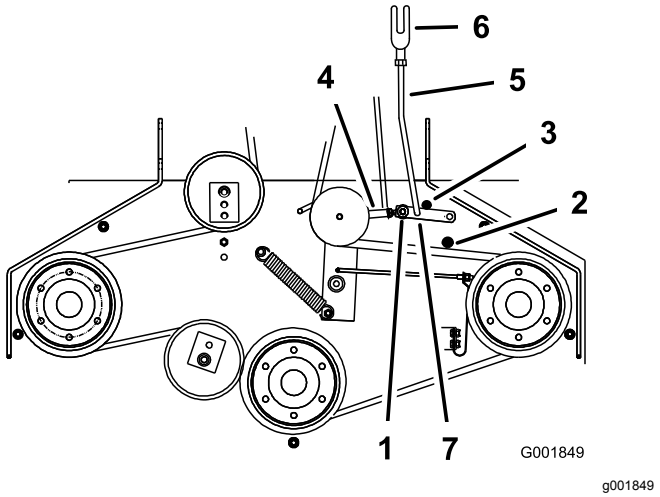

Figur 50
5. Sørg for, at hjælpearmen berører hjælpearmens bageste stoppeklods på skjoldet (Figur 50).
7. Hjælpearmen skal have kontakt til hjælpearmens forreste stoppeklods på skjoldet. Hvis der ikke er kontakt, skal vinkelarmen justeres, så den er tættere på hjørnebeslaget (Figur 50).
8. Fjern låseclipsen fra hjælpearmen for at justere forbindelsen til hjælpearmen (Figur 50).
11. Monter forbindelsen til hjælpearmen i hjælpearmen, og fastgør den med låseclipsen (Figur 50).